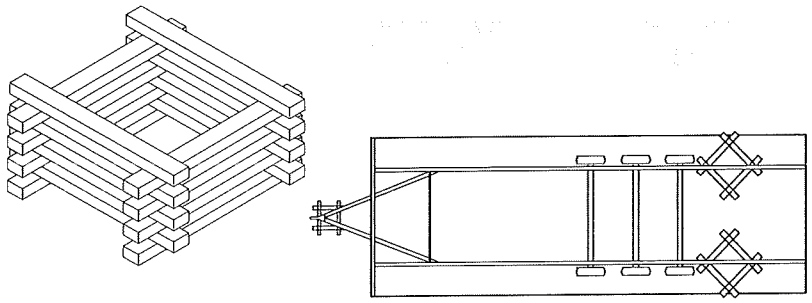

Figure 15. *Stack 4" x 6" by 5' long timbers as shown to form safety timbers. Place safety timbers under home behind axle area and under hitch.*
Utilize proper cribbing. Homes weigh several tons. No one should be under the home (whether it is moving or stationary) unless proper cribbing is in place (**Figure 15**). Failure to utilize proper cribbing may result in serious injury or death.
- Make sure adequate safety cribbing (**Figure 15**) is in place whenever the home is placed on jacks.
2. **Install cribbing.** Install safety cribbing (**Figure 15**)